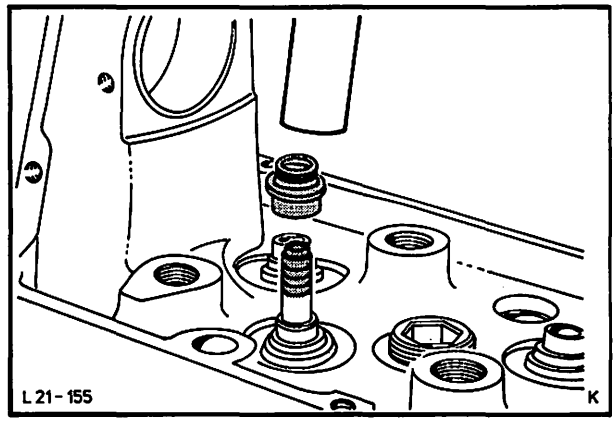

Abb. 229 Ölabschirmringe mit Spezialwerkzeug 21-007 montieren
23. Ventil-Keilnuten mit Klebefolie abkleben und ölbenetzte Ölabschirmringe mit Spezialwerkzeug 21-007, Abb. 229, montieren.